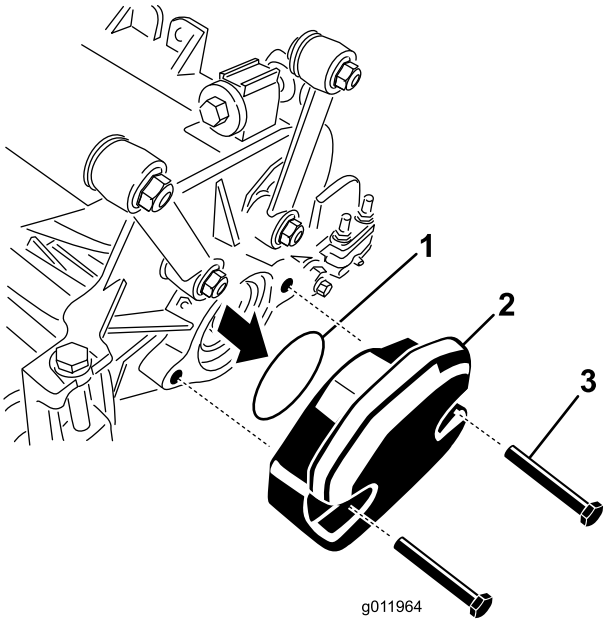

**Figur 23**
2. Fjern vægten og O-ringen (Figur 23) på den indvendige ende af den højre klippeenhed.